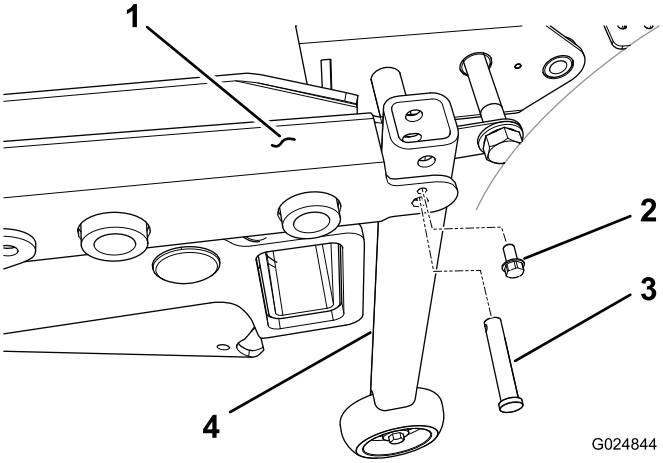

**Rysunek 95**
6. W przypadku zespołów jezdnych o numerze seryjnym poniżej 312999999 zamontuj pionowy wspornik rurowy przy każdym z tylnych naroży ramy podwozia, używając sworznia z łbem płaskim i wkręta samogwintującego (1/4 cala) (Rysunek 95)